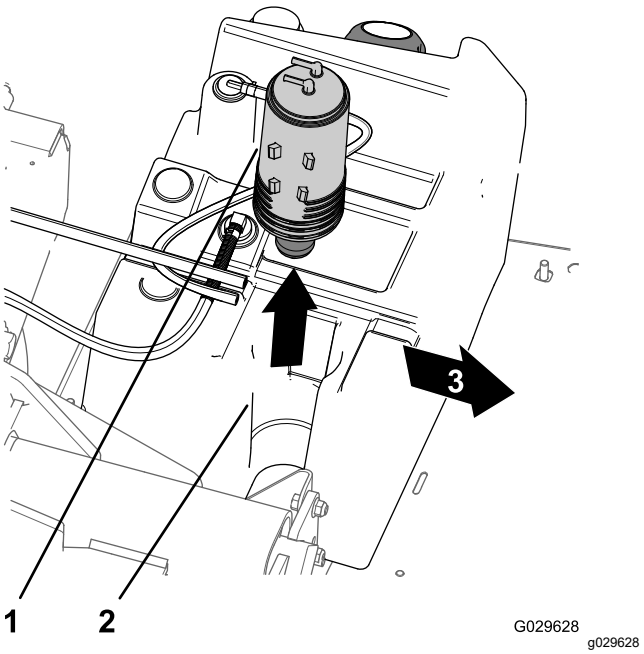

**Figura 48**
3. Retire el cartucho de carbón del soporte del cartucho de carbón del depósito de combustible (Figura 48).
7. Instale el cartucho de carbón nuevo en el soporte del cartucho de carbón del depósito de combustible con los acoplamientos de purga y del depósito de combustible orientados hacia atrás (Figura 48).